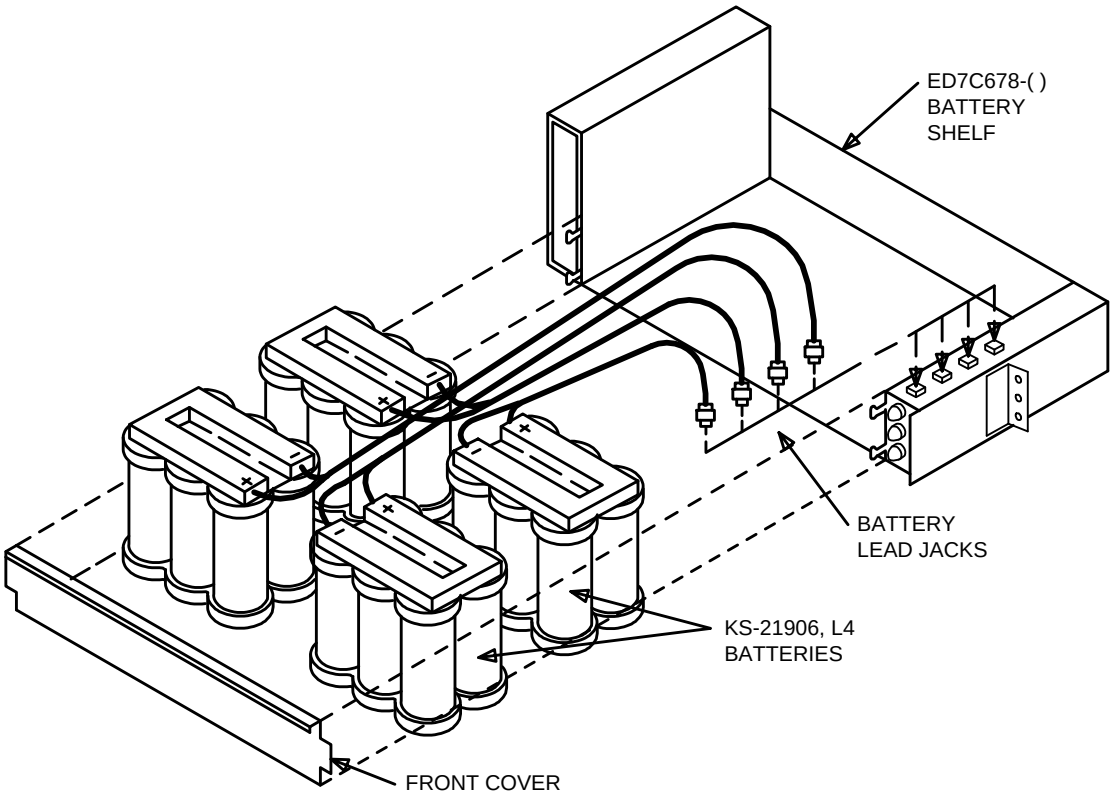

**Figure 2 – Battery Placement and Connections**
4. Place batteries on battery shelves and dress battery cables as each battery pack is placed on shelf (Figure 2).